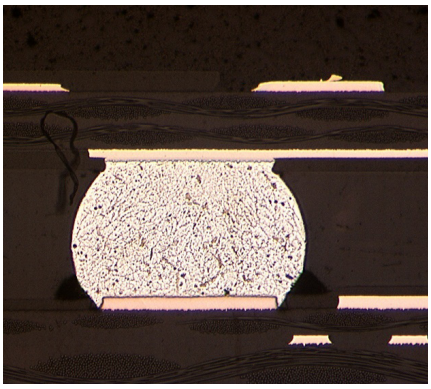
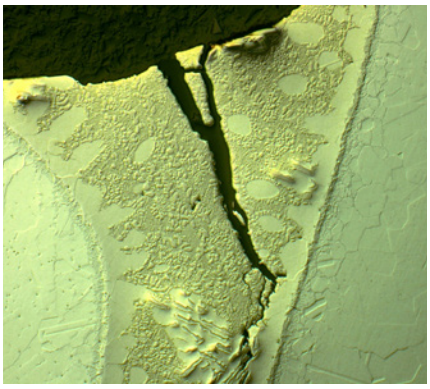

*Fig.1: Section polie d'une brasure tendre entre des connections conductrices de cuivre dans un circuit imprimé. Fond clair, 100x.*
*Fig. 2: Section polie à travers une brasure forte fissurée dans un acier inoxydable austénitique. Contraste interférentiel différentiel, 100x.*
- Le brasage tendre (Fig.1) et brasage fort (Fig. 2) impliquent la fusion d'un matériau à une température de fusion plus basse entre les pièces pour former un lien entre elles, sans pour autant faire fondre les pièces.